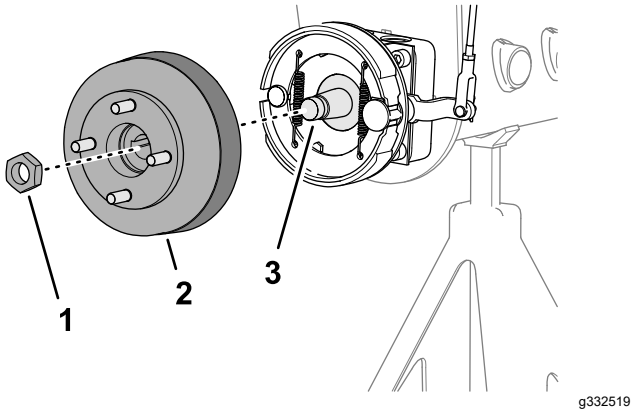
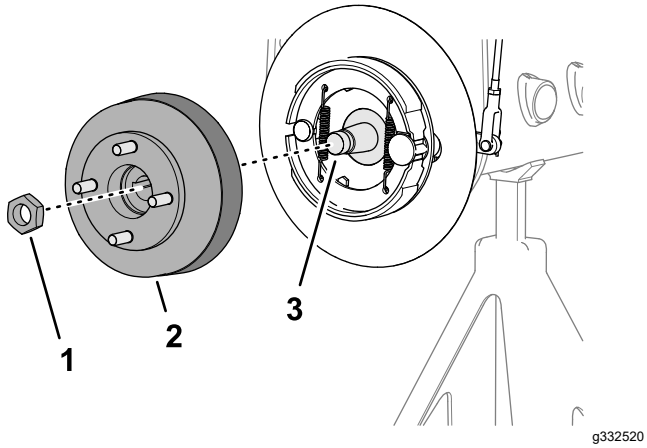

Figuur 75
Figuur 76
1. Verwijder de borgmoer waarmee de naaf aan de wielmotoras is bevestigd (Figuur 75 of Figuur 76).
4. Gebruik de gespecificeerde naaftrekker om de wielnaaf en remtrommel te verwijderen van de wielmotoras (Figuur 75 of Figuur 76).